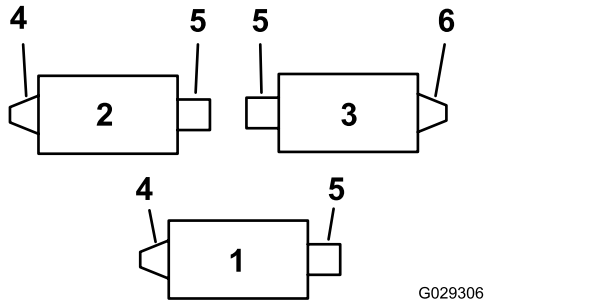
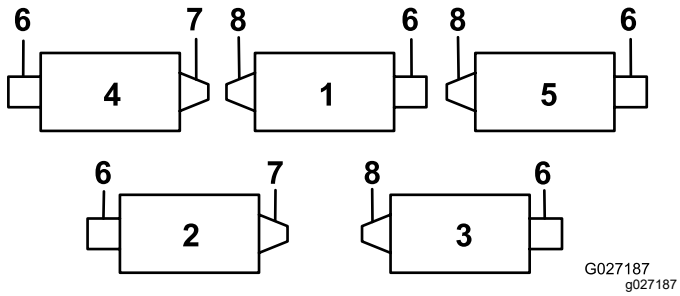
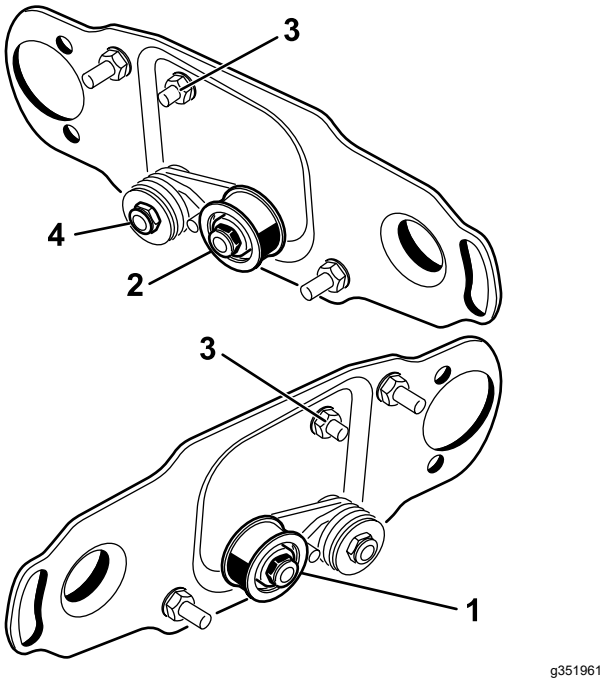

Figuur 1
Figuur 2
Figuur 3
Gebruik Figuur 1 om de stand van de rolborstels en de messenkooimotoren voor een Reelmaster 3100-D of Figuur 2 Reelmaster 7000-D machine te bepalen.
Opmerking: Reelmaster 3100 maai-eenheid 3 heeft een aandrijving rechts (Figuur 1), en Reelmaster 7000 maai-eenheden 2 en 4 eveneens (Figuur 2).
Voor aandrijvingen van de achterrolborstel die rechts zitten (Figuur 1 en Figuur 2) dient u de spanpoelie om te keren en deze aan de **rechterkant** van de maai-eenheid te monteren (Figuur 3). Ga als volgt te werk:
1. Verwijder de spanpoelie van het linkeruiteinde van het maaidek en monteer deze in de onderste opening in de borstelplaat op het rechteruiteinde van het maaidek (Figuur 3).
2. Verwijder de slotbout en -moer en plaats deze in de bovenste opening, waar eerst de spanpoelie was bevestigd (Figuur 3).